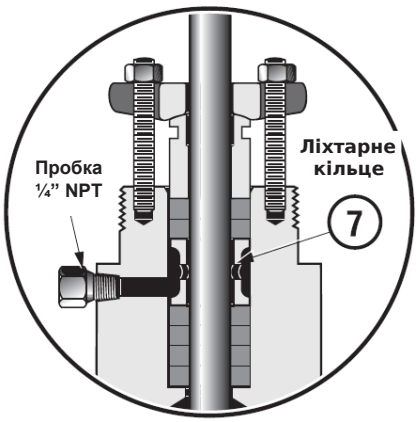

Рисунок 2. З'єднання для мастильного пристрою (допол
J. Якщо є з'єднання пристрою обнаруження витоку, під'єднайте його до бічному отвору NPT у кришці корпусу. Якщо таке з'єднання відсутній, плунжер з звичайної трубної різьбою 1/4 дюйма NPT повинен залишатися на місці (рисунок 2).
B. Встановіть прокладку кільця сідла (11) і кільце сідла (14).